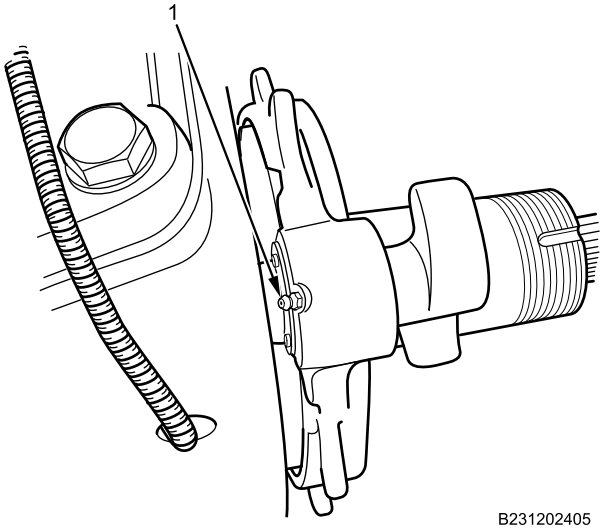

Figure 5. Outer Grease Fitting.
8. Grease brake S-camshaft outer grease fitting (Figure 5, Item 1).